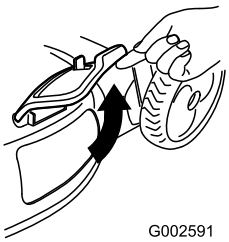

Rysunek 29
2. Unieś otwartą pokrywę wyrzutu bocznego (Rysunek 29).